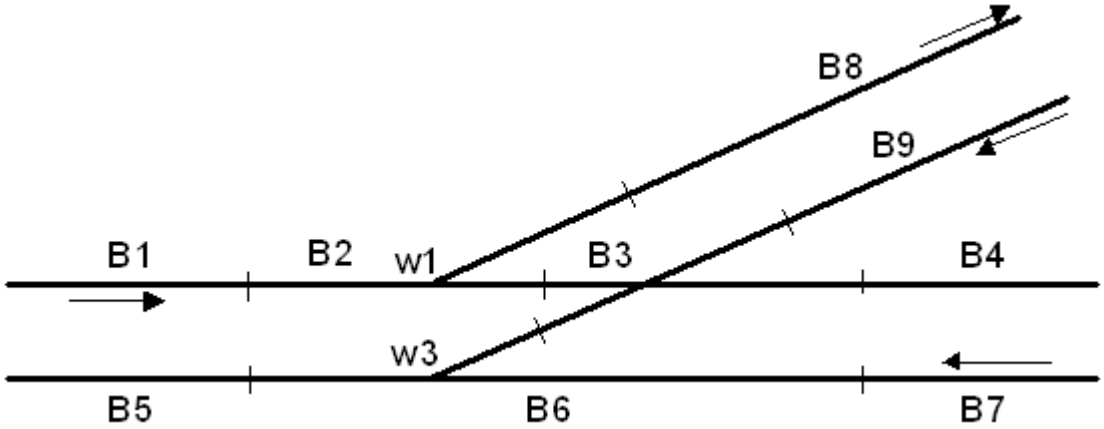

Figur 6: Doppelspurige Abzweigung
6. Figur 6 zeigt nochmals eine Abzweigung, jetzt aber doppelspurig.